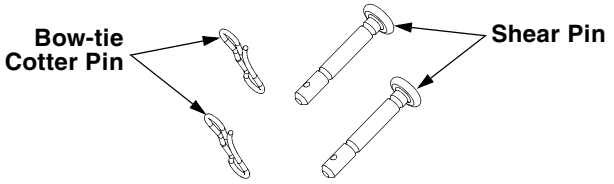

Figure 1
- The augers are secured to the auger shaft with four shear pins (six for 45"augers)and bow-tie cotter pins. If you hit a foreign object or ice jam, the snow thrower is designed so that the pins may shear. Two replacement shear pins and bow-tie cotter pins are provided for your convenience. See Figure 1. Store these safely until needed.